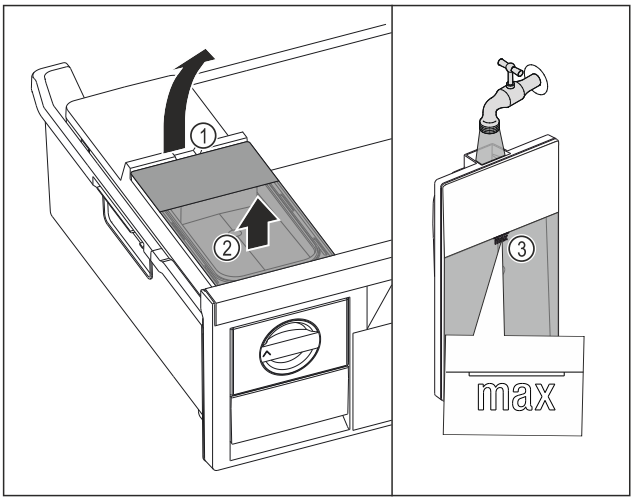

Fig. 125
- ▶ Lyft vattenbehållaren i fördjupningen *Fig. 125 (1)*.
- ▶ Ta ut vattenbehållaren uppåt. *Fig. 125 (2)*
- ▶ Fyll vattenbehållaren med dricksvatten upp till markeringen *Fig. 125 (3)*.